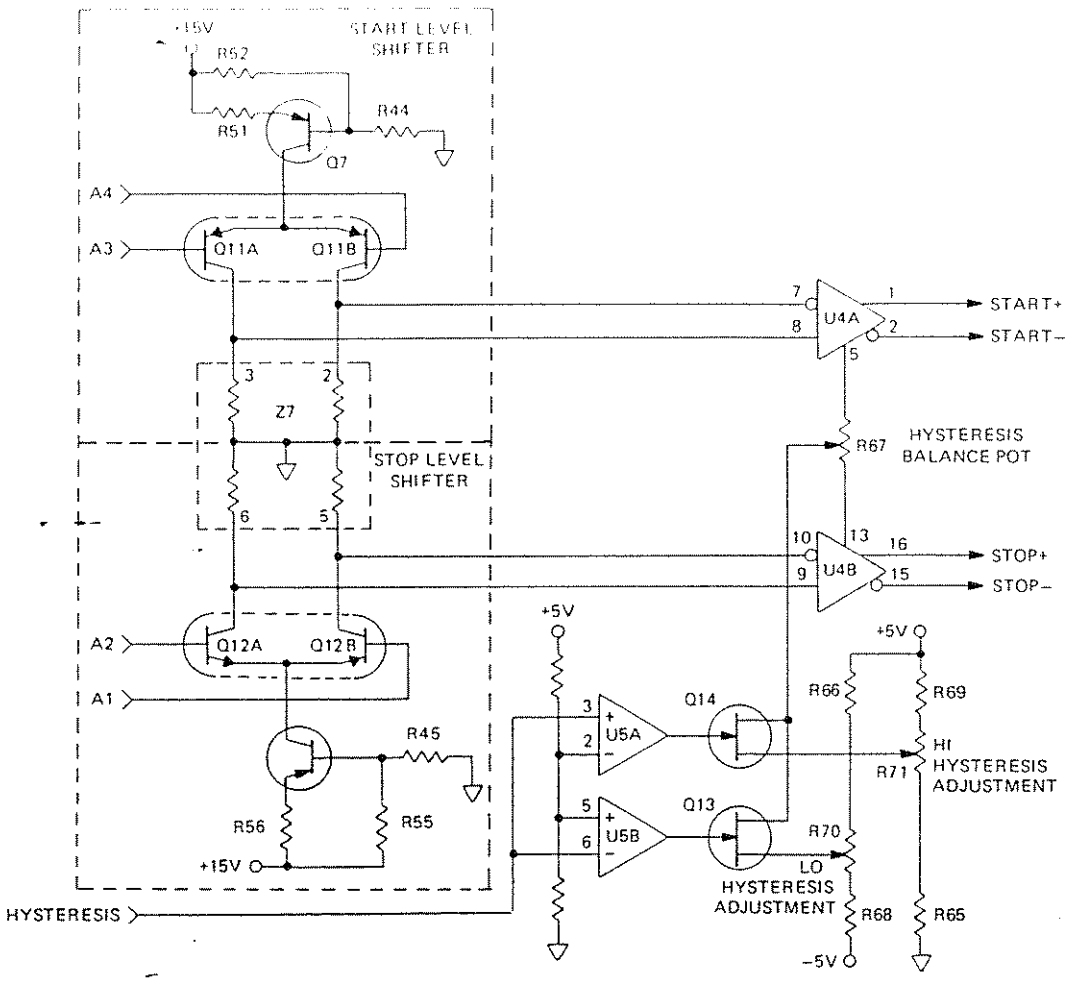

Figure 5.5 - Level Shifting and Hysteresis Control
5.3.2.2.2.5 The amount of current through current source Q1 is determined by R32 and R33. With the HYSTERESIS control line low at U1-9 (maximum counter sensitivity), U1-2 and 16 are at -15V which puts R32 and R33 in parallel. This provides 11 mA through Q1 and 5.5 mA through each half of the differential stage. With the HYSTERESIS control line high, R32 is removed from across R33, thereby reducing the current through Q1 to 2 mA, and decreasing the counter sensitivity. Switching the current through the start and stop amplifiers, combined with hysteresis control of dual comparator U4 (Figure 5.5) controls the overall hysteresis of the signal conditioner. The amount of hysteresis determines the counter sensitivity.
5.3.2.2.2.9 The output of the start/stop amplifiers is taken from the collector of Q8A-6 and Q8B-2 for the start and Q8C-12 and Q8D-11 for the stop amplifier. These four signals are A1, A2, A3, A4 which connect the base of Q11A, Q11B, Q12A, and Q12B as shown in Figure 5.5.
5.3.2.2.3.1 The second amplifier stage is called the start level shifter. (For convenience, since channels A and B are identical, only channel A is discussed.) This stage is also a differential amplifier consisting of Q11A and Q11B with Q7 as the current source. Refer to Figure 5.5.
5.3.2.2.4.1 U4 is a dual high-speed differential comparator with an ECL output. This device receives an input from the start/stop level shifter (second amplifier stage). Refer to Figure 5.5.
5.3.4.2.1 Refer to Figures 5.5 and 5.9 for the following circuit description.
5.3.4.3.1 Refer to Figures 5.5 and 5.9, and especially 5.10 for the following circuit description. This description is confined to the START+ SYNC circuit as the STOP+ SYNC circuit is essentially the same.